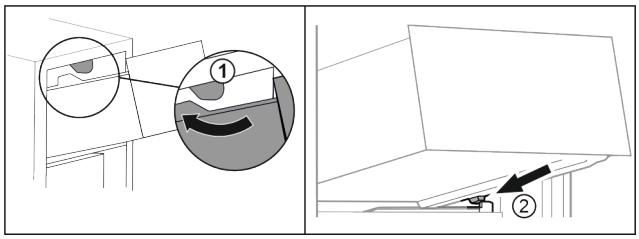

Fig. 16
▶ Обведите выдвижной ящик вокруг верхнего стопора *Fig. 16 (1)*.
▶ Наклоняя вниз, установите выдвижной ящик за нижние стопоры на контейнерное ребро *Fig. 16 (2)*.